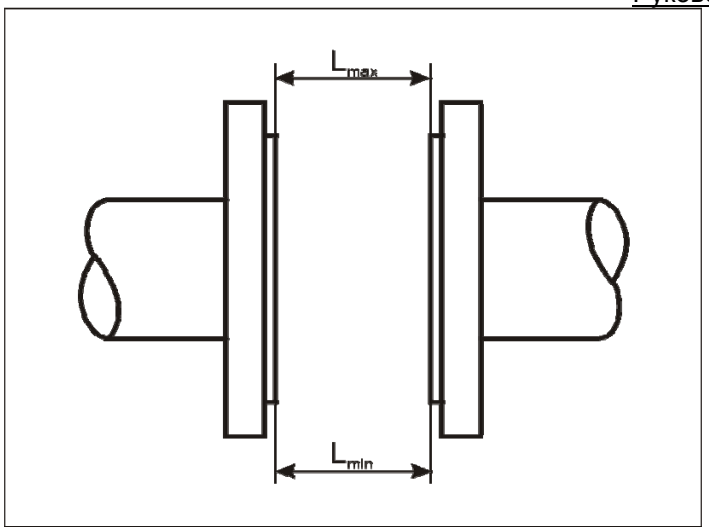

Рисунок 5 — Определение отклонения фланцев трубопровода от параллельности
2.2.2.3 Монтаж датчиков расхода бесфланцевой конструкции следует производить с помощью шпилек, при этом фланцы трубопроводов должны быть соосны и плоскопараллельны друг другу (рисунок 5), (достигается применением при сварке габаритного имитатора датчика расхода).
2.2.2.5 Наибольшее допускаемое отклонение фланцев трубопровода от параллельности должно определяться из неравенства Lmax – Lmin < 0,5 мм (рисунок 5).